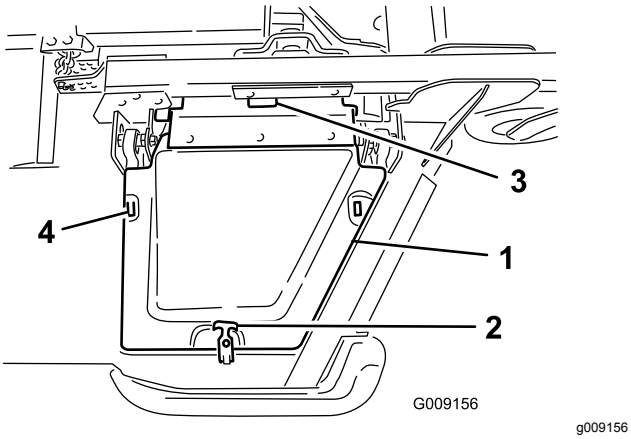

Figur 6
8. Monter vingeskjolddækslet, og fastgør det med gummiholderen (Figur 6).